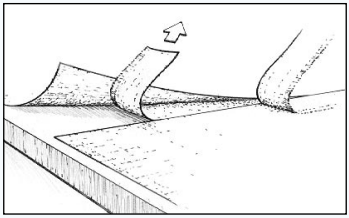

Figur 27 Fjern det øverste afskårede stykke, løft den modsatte kant for at fjerne det overlappende stykke dug.
c) Fjern det øverste afskårne stykke, og løft den modsatte kant for at fjerne det overlappende stykke dug *(Figur 27)*.